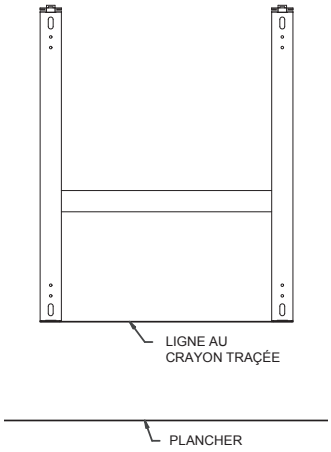

FIGURE 2
3. Alignez le bas du support mural avec la ligne temporaire traçée à l'étape précédente. (FIGURE 2)